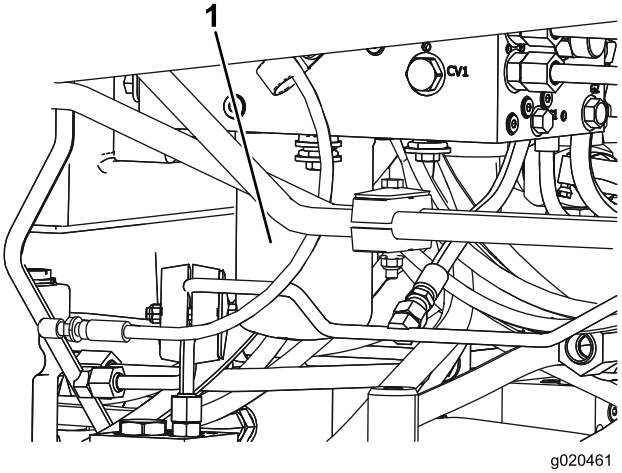

Figur 100
5. Upprepa proceduren för det andra filtret (Figur 100).